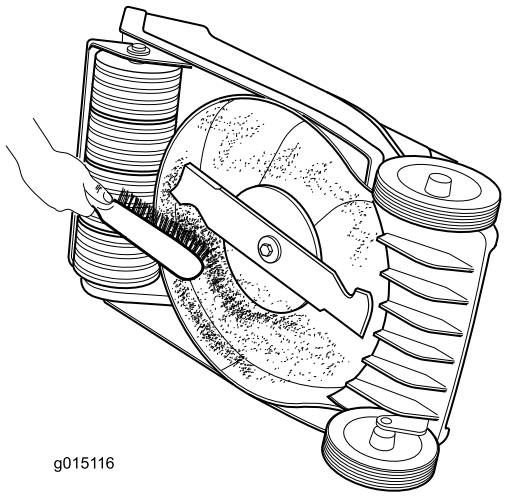

Рисунок 17
- Произведите очистку нижней стороны корпуса машины. Деревянным скребком или щеткой удалите грязь и скошенную траву (Рисунок 17).